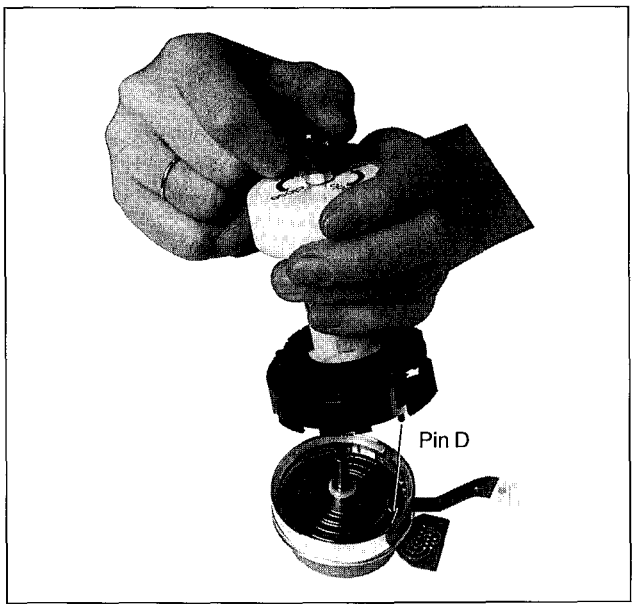

Fig. M7
• Position the upper cylinder so that pin D of the protective cover engages in the hole of the stator (the arrow on the protective cover must point towards the lower cylinder print; see fig. M7).